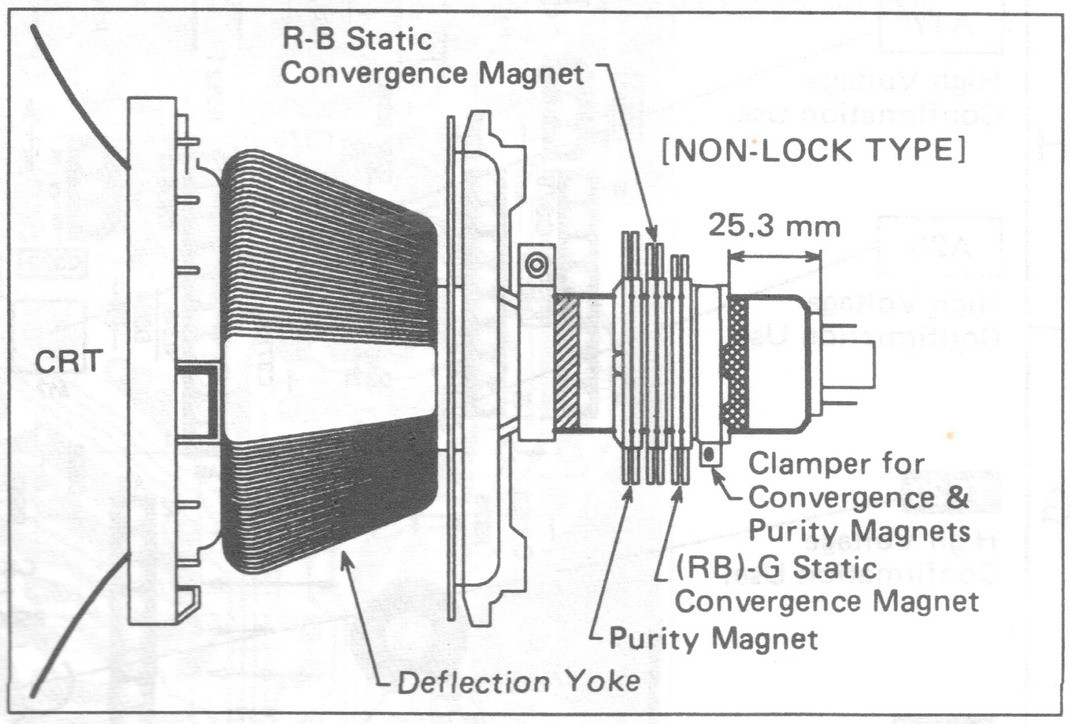

Fig. 17
(See Fig. 17)
3. Adjust the Red and Blue lines at the center of the screen by rotating the R-B static convergence magnets. (See Fig. 17)
4. Adjust the Red and Blue lines to the Green line at the center of the screen by rotating the (RB)-G static convergence magnets. (See Fig. 17)